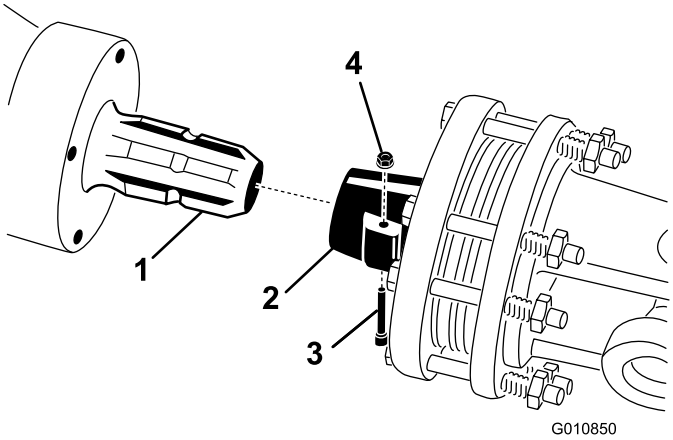

**Rysunek 20**
1. Zdejmij sworzeń i nakrętkę z wałka sprzęgającego (Rysunek 20).
2. Podłącz koniec wałka sprzęgającego ze sprzęgłem do wałka wejściowego przekładni aeratora używając wcześniej zdjętego sworznia z nakrętką (Rysunek 20). Sworzeń daje się włożyć tylko jedną stroną.